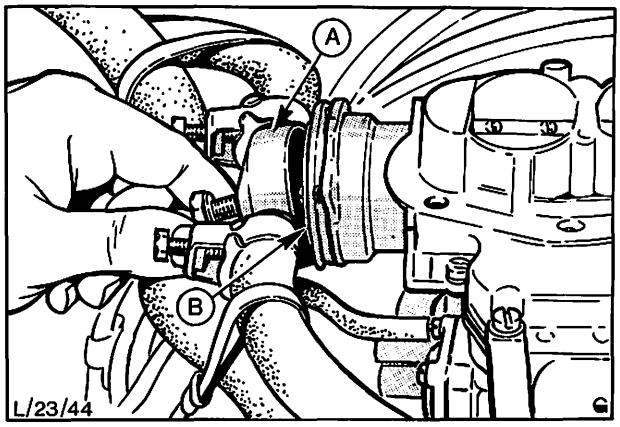

Abb. 116 Äußeres Wassergehäuse – Startautomatik abbauen (bei durch Kühlmitteltemperatur geregelter Ausführung)
5. Bei Vergasern mit durch Kühlmitteltemperatur geregelter Startautomatik äußeres Wassergehäuse der Startautomatik nach Entfernen der mittleren Halteschraube abbauen und so hoch wie möglich vom Vergaser weglegen, Abb. 116.